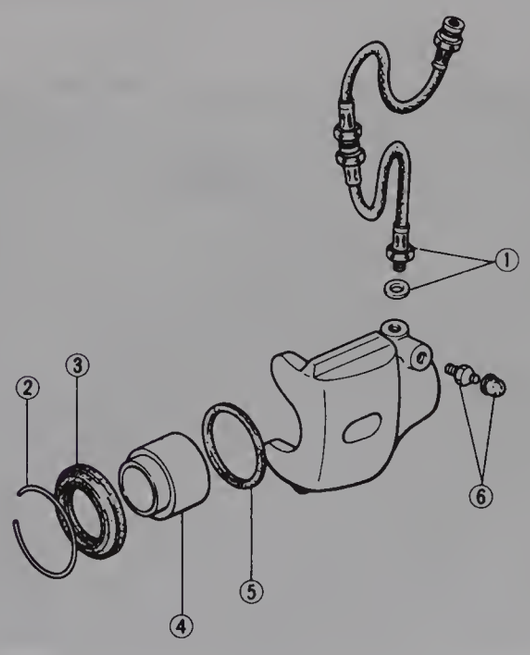

Fig. 9.8 Components of the front disc caliper (Sec 11)
4 Referring to Fig. 9.8, prise out the retainer (2) and remove the dust boot (3).